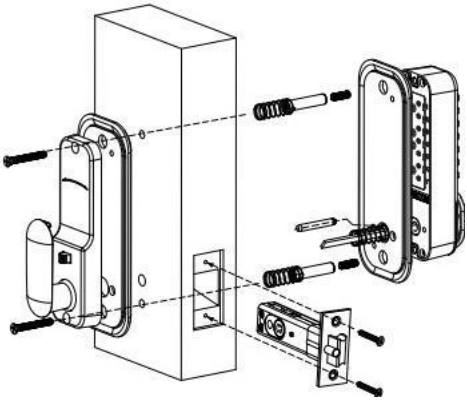

FIG8B
5) Montaż drzwi o grubości 42~65 mm, zamka panelu przedniego i wkładka drugi koniec włóż do okrągłego otworu zamka tylnego panelu. Po montażu użyj dołączonej uszczelki gumowej i śrub montażowych (jak na rys. 8B).